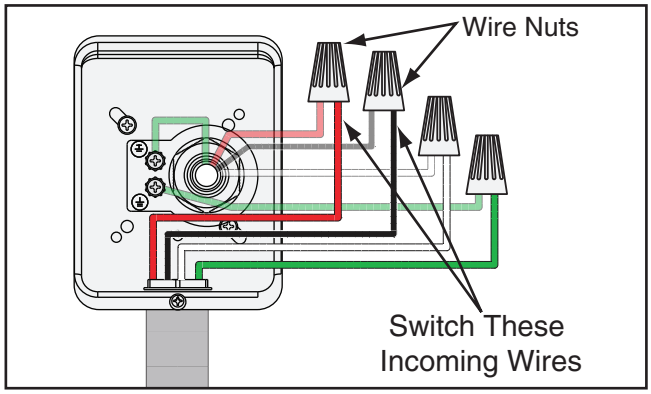

Figure 4. Example of switching incoming power wires.
2. Remove the junction box cover (**Figure 33** on **Page 30**) on the rear of the cabinet and remove the wire nuts shown in **Figure 4.**
For example: Connect the red incoming wire with the black wire coming from the junction box using a wire nut (see **Figure 4**). Then connect the black incoming wire with the red wire coming from the junction box using a wire nut.